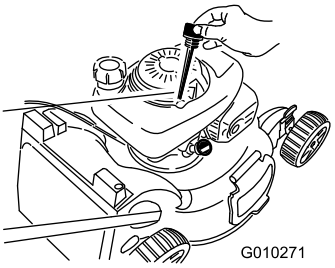

Figuur 38
6. Neem de peilstok uit de vulbuis (Figuur 38).